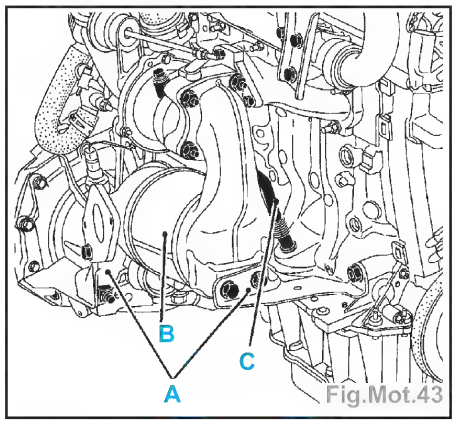

Fig.Mot.43
• le support de câblage et du tuyau de retour gazole (3),
• les deux béquilles (A) (Fig.Mot.43),
• le pot d'oxydation (B),
• le tuyau de retour d'huile (C),